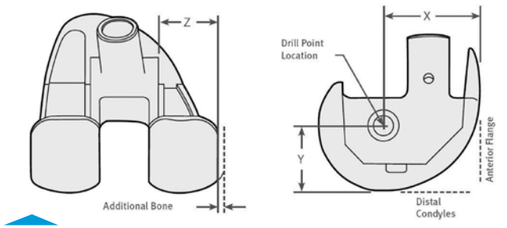

Fig. 149
- Locate and mark the drilling center point on the medial side of the bone at a distance of 'X' from the anterior flange and a distance of 'Y' from the distal condyle surface **(Fig. 149)**.